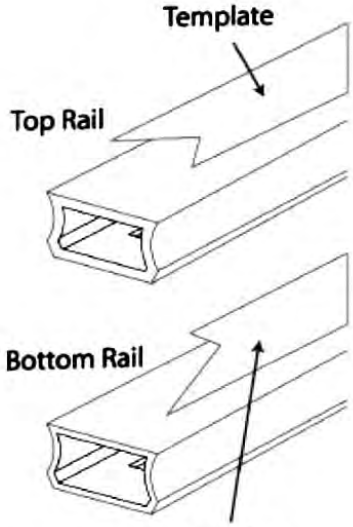

Figure 10 Flip template over prior to marking surface of bottom rail
4. Position the template on the non-routed flat side of the top rail. Mark the proper cutting angle (Fig. 10).
5. Flip the template over and place the template on the non-routed flat side of the bottom rail (Fig. 10). Mark the proper cutting angle.